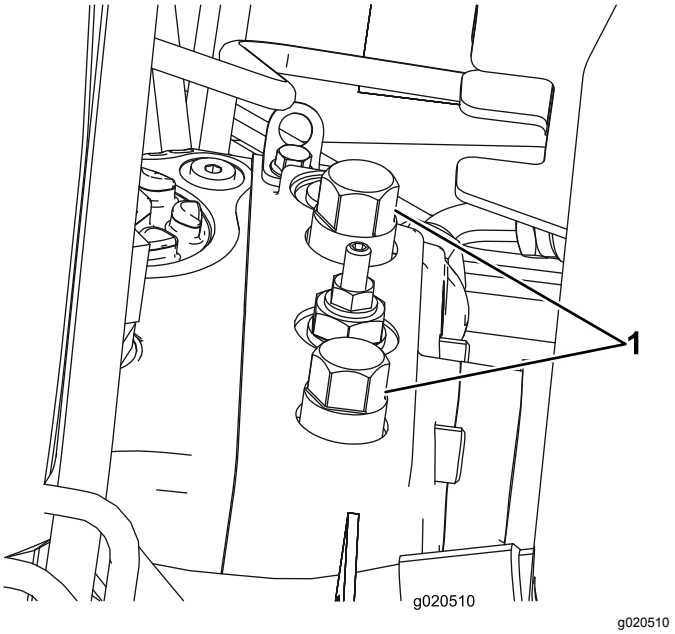

**Figur 40**
1. Öppna huven och leta upp överströmningsventilerna (Figur 40) högst upp på pumpen, bakom batteriet/förvaringslådorna.